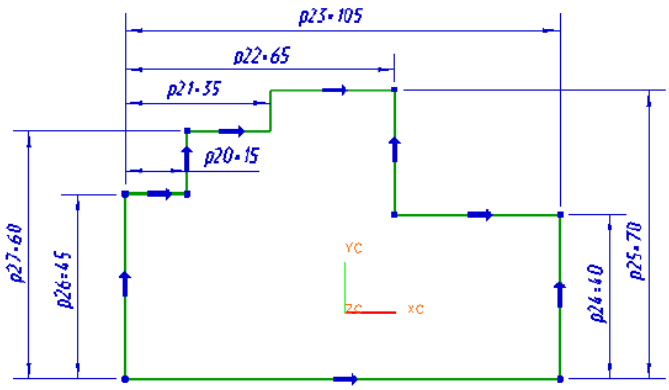

Рисунок 24. Простановка размеров от общей базы
4. Старайтесь проставлять размеры от общей базы, как показано на рис. 24.